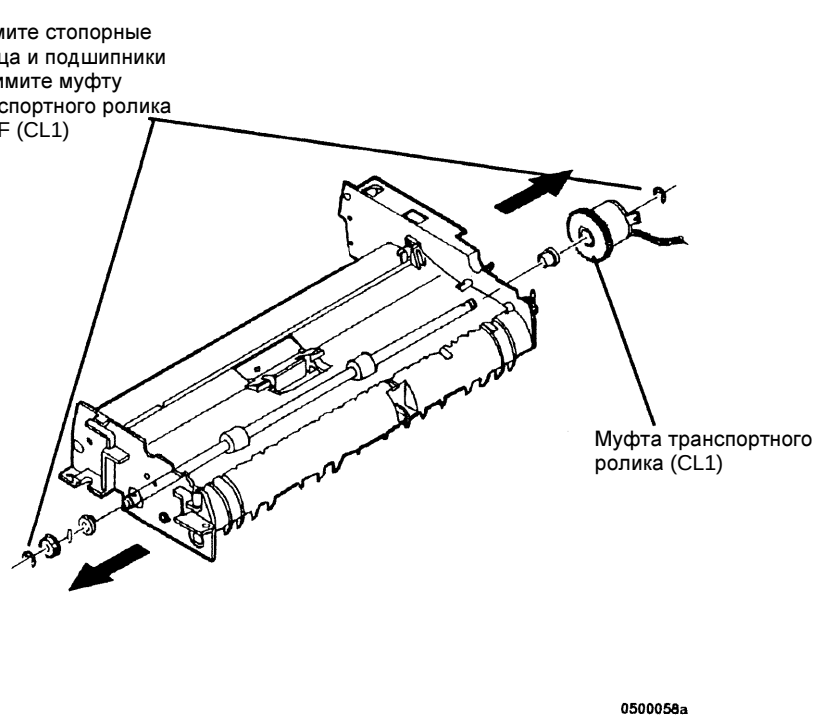

Рисунок 2 Снятие муфты транспортного ролика (CL1)
4. (Рисунок 2): Снимите муфту транспортного ролика DSDF (CL1)